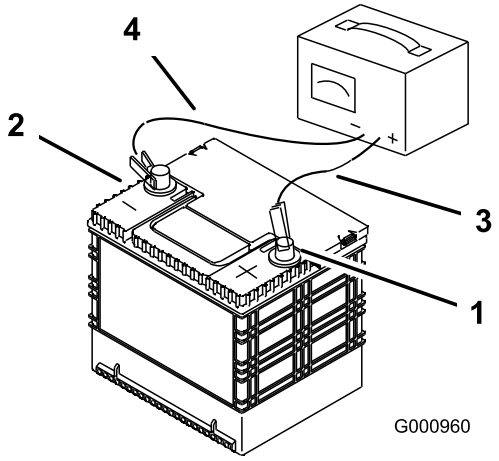

Figur 45
2. Når batteriet er fuldt opladet, skal du tage opladeren ud af stikkontakten og dernæst frakoble opladningskablerne fra batteriets poler (Figur 45).